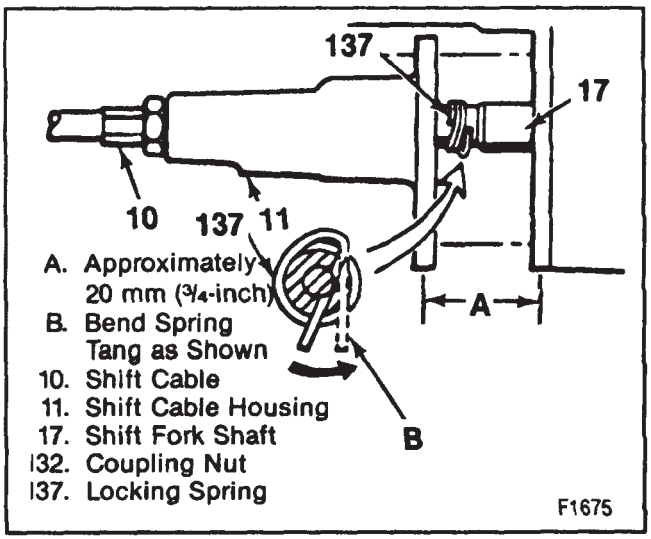

Figure 15—Disconnecting the Shift Cable from the Carrier
4. Cable end from the shift fork shaft (17). Bend the tang of the locking spring (137) as shown in figure 15, then pull the cable end from the shift fork shaft.
5. Shift cable (10) from the shift cable housing (11) by unscrewing the coupling nut (132).